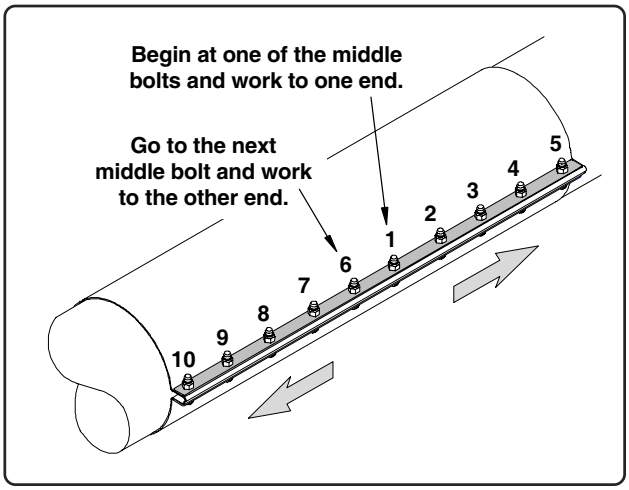

Fig. 24
When snugging up the connecting bands, start with one of the middle bolts and work your way to one end, then start at the next middle bolt and work to the other end (See Fig. 24 for an example).
7. Repeat this process on each connecting band until all bolts are tight and the overhang on the flanges are tight together (See Fig. 24).